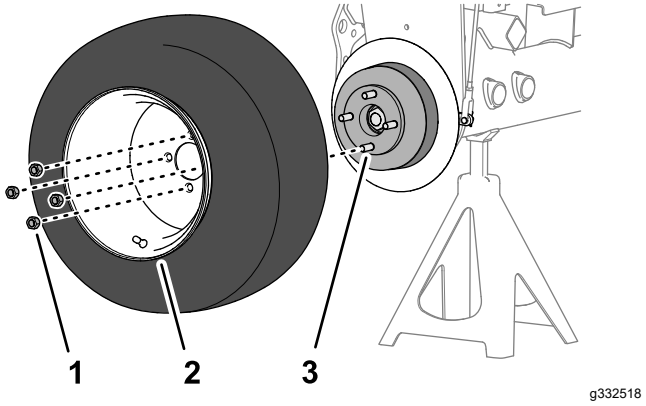

Figuur 88
1. Monteer het wiel aan de naaf met de 4 wielmoeren (Figuur 88) en draai de wielmoeren met de hand vast.